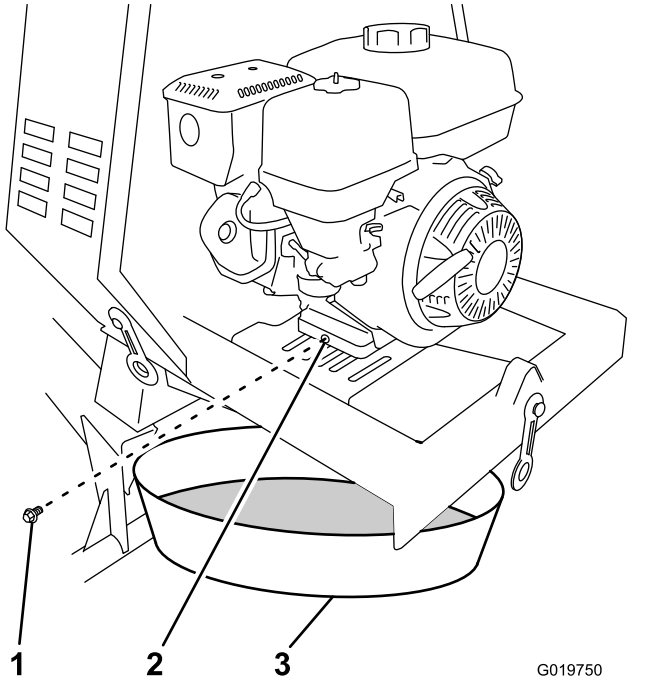

Figura 45
3. Coloque un recipiente debajo del orificio de vaciado de aceite del motor (Figura 45).
4. Retire el tapón de vaciado y recoja el aceite en el recipiente (Figura 45).
5. Cuando se haya drenado completamente el aceite, coloque el tapón de vaciado con una arandela nueva (Figura 45).